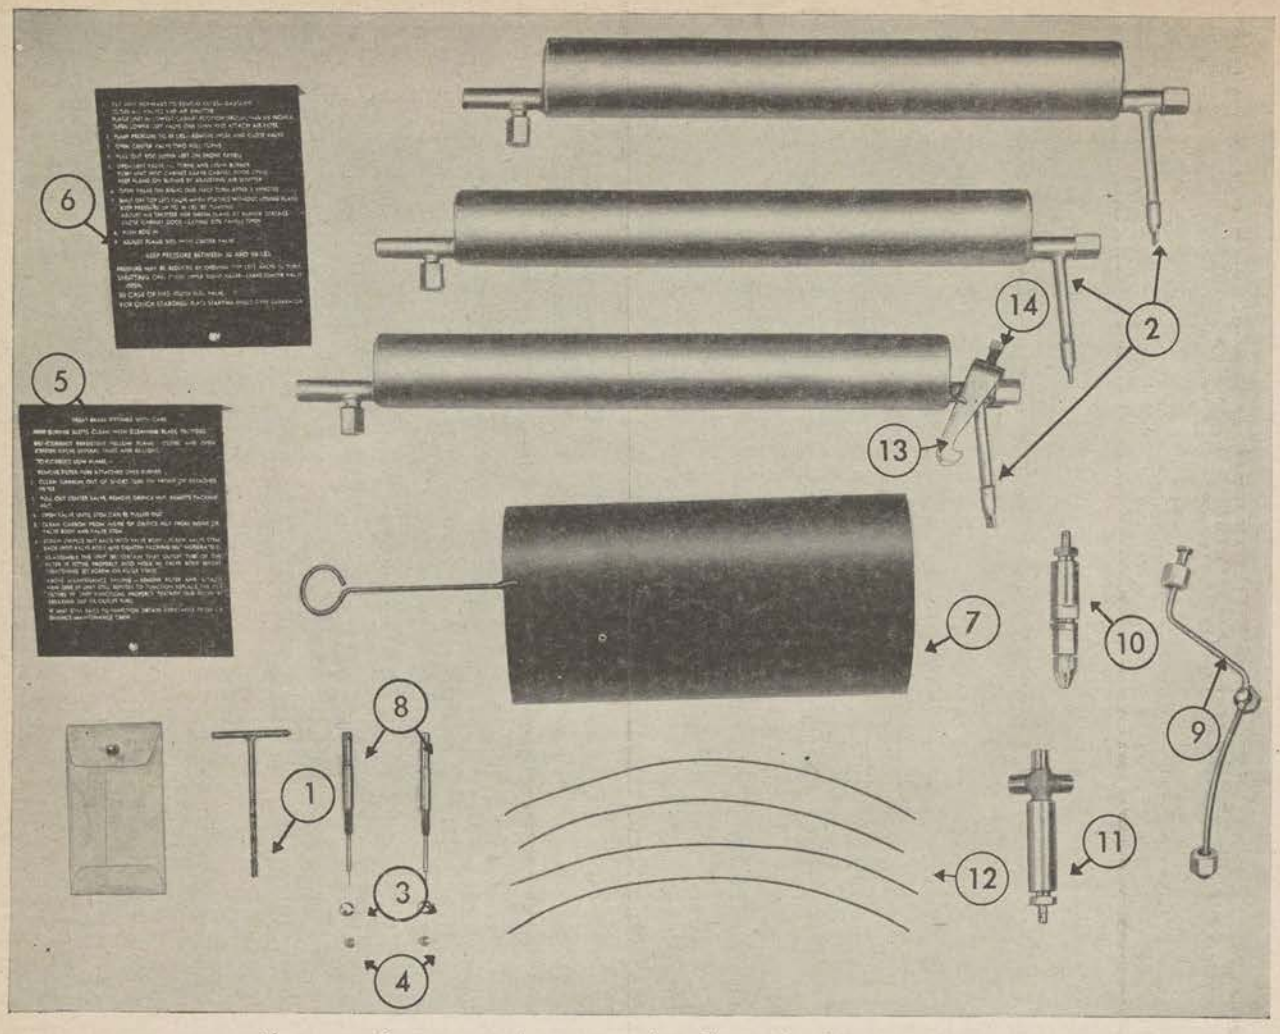

Figure 49. Components of set, conversion, No. 2 (simplified) (65-J-2377).
(2) Component parts (see fig. 49) of set, conversion, for unit, fire, range, field, M1937, set No. 2 (simplified) (stock No. 65–J–2377):